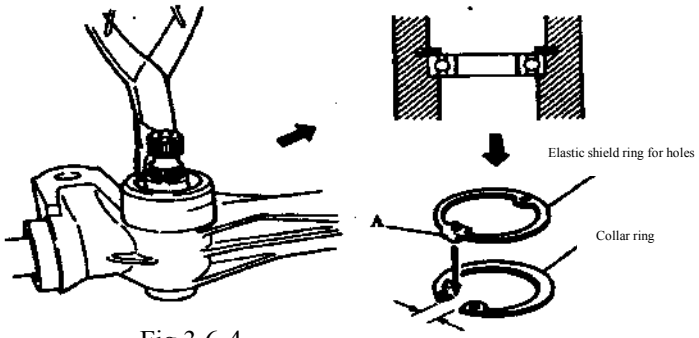

Fig.3.6-4
8) Set the collar ring into the ring groove of the steering gear housing tightly, and install the elastic shield ring for holes. The outstanding part “A” shall face the open part of the elastic shield ring and install the oil seal (new oil seal must be used). Please refer to Fig.3.6-4.